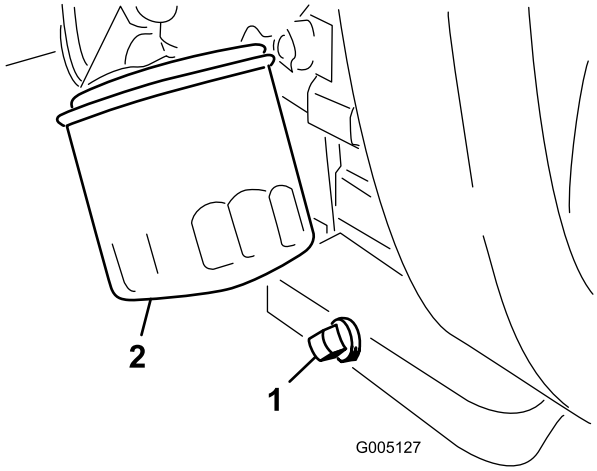

Figur 34
1. Afmonter den bageste aftapningsprop (Figur 34), og lad olien løbe ned i en drænbakke. Monter aftapningsproppen igen, når olien holder op med at løbe.
2. Fjern oliefilteret (Figur 34). Påfør et let lag ren olie på den nye filterpakning.